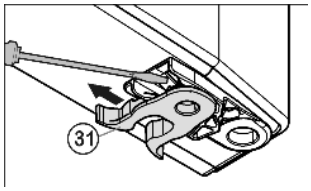

Fig. 7
- ▶ переставить пружинный зажим *Fig. 7 (31)*: Нажать вниз язычок защелки, снять с него пружинный зажим.